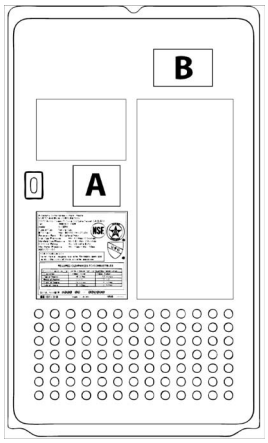

Fig. 8 660 EF appliances stickers
- 3.Place the sticker indicating the new inlet and manifold pressures directly above the rating sticker so as not to cover any existing markings as indicated by “A” in Fig. 8.
- 4.Fill out the required information on the remaining sticker indicating the date, gas type, kit number, and name of the company performing the conversion. Place this sticker on the front cover as indicated by “B” in Fig. 8 and 9 (unit depending). Do not cover any existing markings.